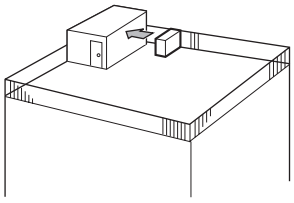

Fig. 2-3
(1) Coloque la salida de aire de frente a la pared más próxima a una distancia de unos 500 mm, 19-11/16 pulgadas de ella. (Fig. 2-3)